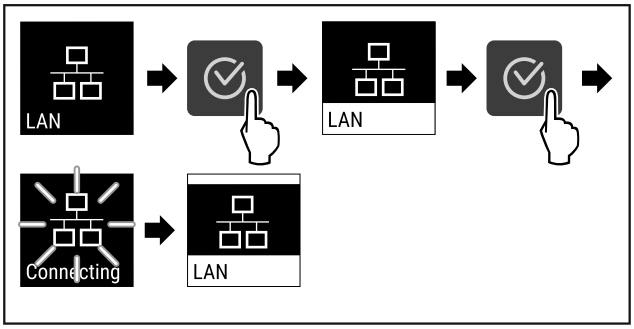

Fig. 91
▶ Ejecutar los pasos (consulte Fig. 91) .